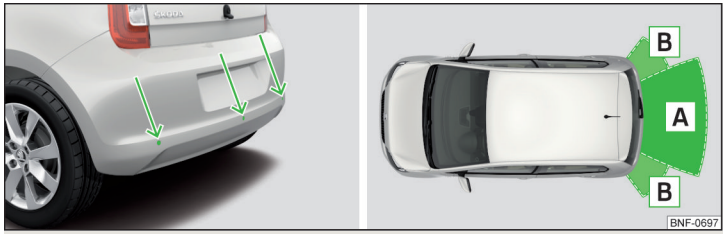

Fig. 125 **Fitting the sensors / Range of the sensors**
- Keep the system sensors » Fig. 125 *on page 105* clean and free from snow and ice, and do not cover them with any objects of any kind, otherwise the functioning of the system may be restricted.
The system uses ultrasound waves to calculate the distance between the bumper and an obstacle. The ultrasonic sensors are integrated in the rear bumper » Fig. 125.
Approximate range of sensors » Fig. 125